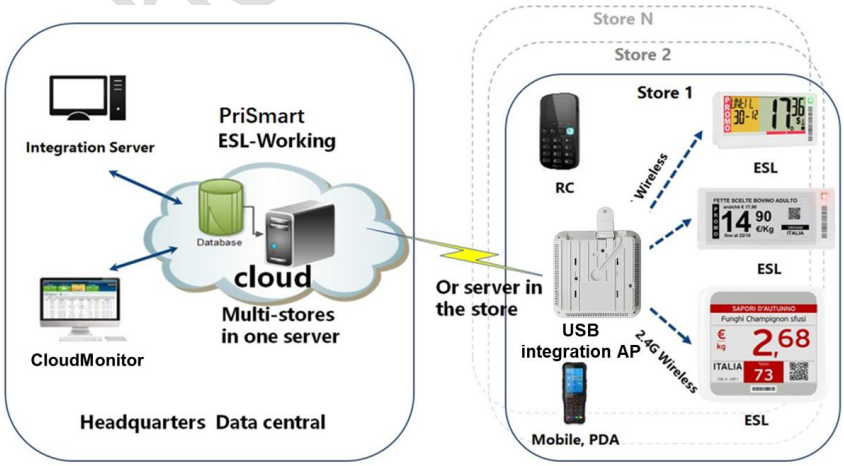

Figure 1-3 System architecture
Hanshow ESL system includes PriSmart/ShopWeb, ESL-Working, ESL controller (AP), Electronic Shelf Label (ESL) and Handheld Terminal (PDA), as shown in *Figure 1-3*. Specifically, ESL controller acts as data transmission link to forward data between ESL-Working and ESLs.